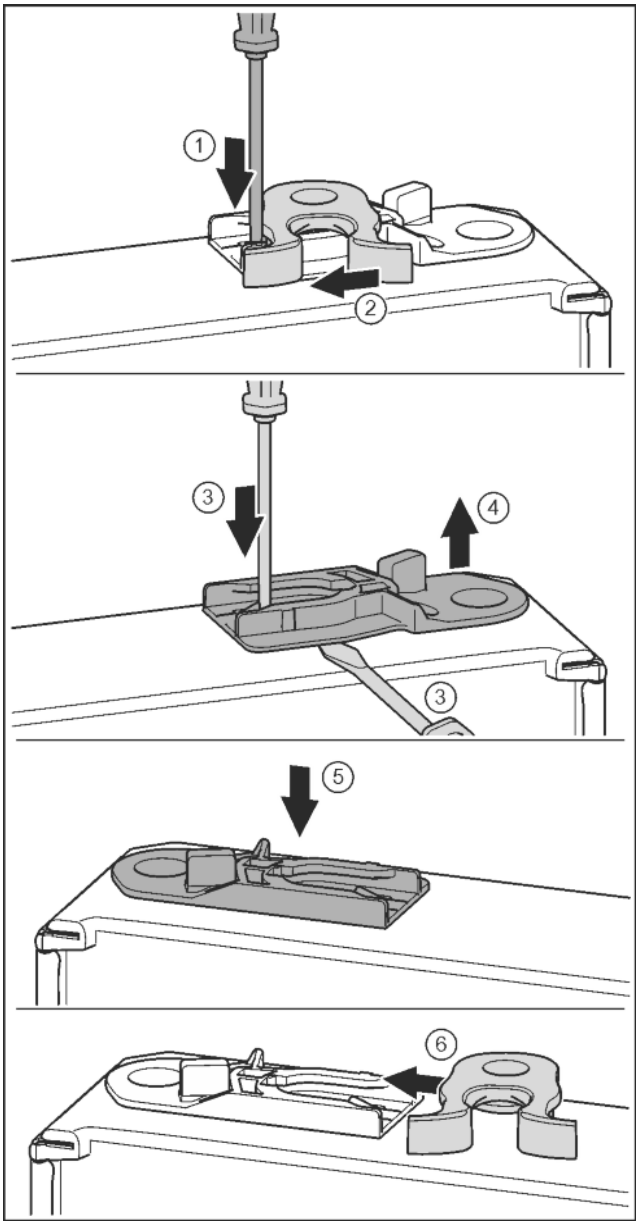

*Fig. 20*
- ▶ Push the tab downwards with a slotted screwdriver. *Fig. 20 (1)*
- ▶ Pull the door latch out of the guide. *Fig. 20 (2)*
- ▶ Pull out the guide bush: Press the tab with a slotted screwdriver and, at the same time, insert the slotted screwdriver under the guide bush. *Fig. 20 (3, 4)*
- ▶ Slide the guide bush included in the scope of supply to the other side of the housing. *Fig. 20 (5)*
- ▶ Push the door latch into the guide. *Fig. 20 (6)*